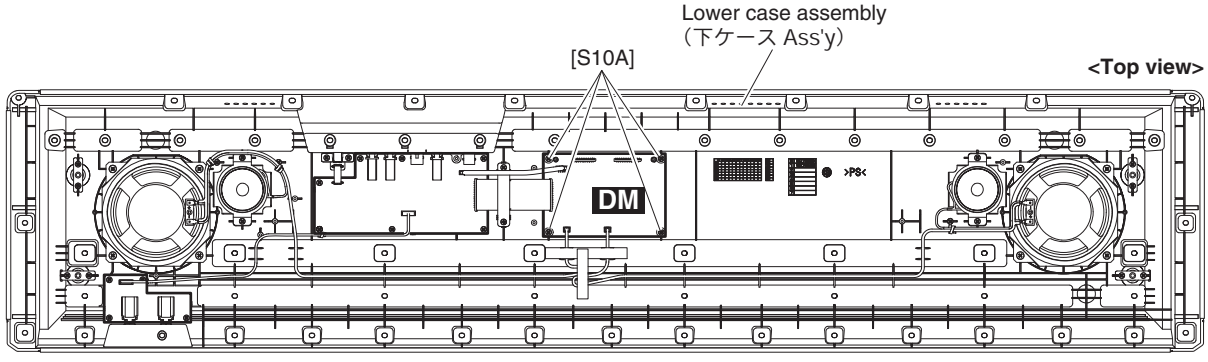

Fig. A-2（図 A-2）
A-2-2 Remove the four (4) screws marked [S10A]. The DM circuit board can then be removed. (Fig. A-2)
A-2-2 ［S10A］のネジ 4 本を外し、DM シートを外します。（図 A-2）